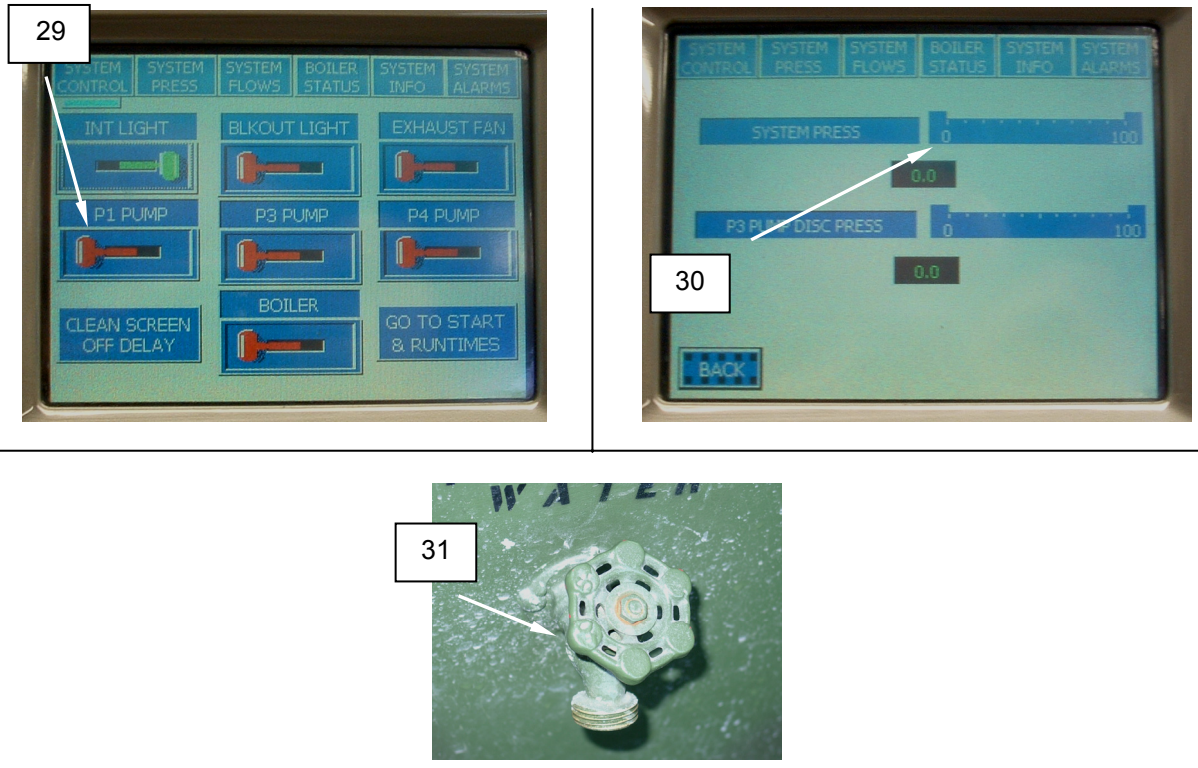

Figure 17. Priming P-1 Pump.
6. Switch the P-1 pump ON at the PLC **(Figure 17, Item 29)** and monitor system pressure **(Figure 17, Item 30)** by pressing button on PLC labeled “System Press” after getting steady stream of water.
7. Go to system pressure menu screen **(Figure 17, Item 30)**.
8. As system pressure rises to approximately 25 PSI, relieve air from the system by slowly opening the external service water spigot **(Figure 17, Item 31)** and closing spigot after receiving steady stream of water. Listen for pumping action and wait for water pressure to rise to operating range of 30-60 PSI.
9. If pump fails to prime after one minute, shut off P-1 pump at the PLC. If there is any system pressure, relieve pressure on the system by opening the external service water spigot **(Figure 17, Item 31)**, check water supply valves on source water tank, and repeat steps 2 through 6. If pump fails to prime after a second attempt, close spigot and notify unit maintenance.